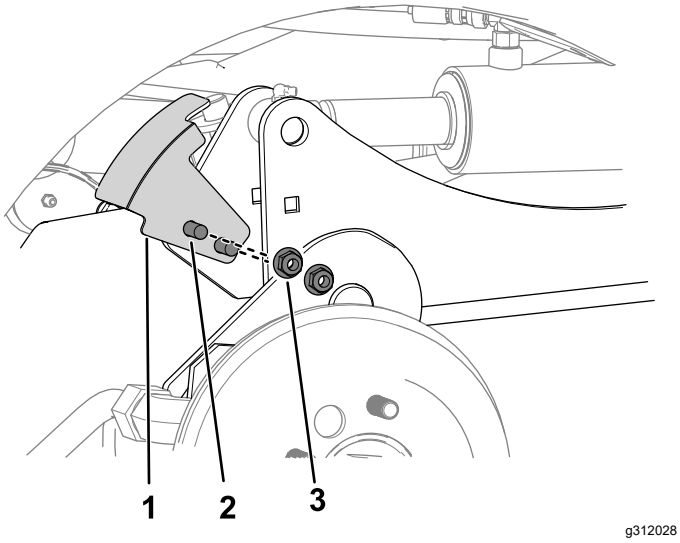

**Figuur 8**
5. Gebruik 2 slotbouten en 2 moeren (⅜") om de sensorbeugel aan de rechter hefarm te bevestigen (Figuur 8).